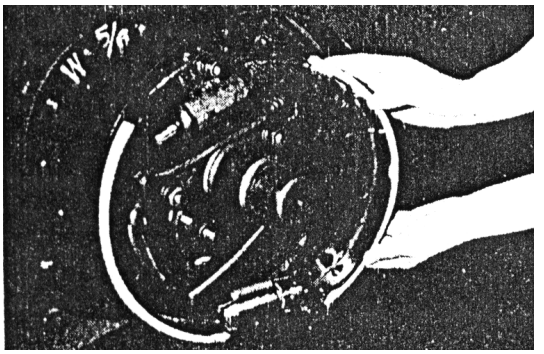

Fig. 8-12
(4)Remove the primary and secondary shoes, at the same time, remove adjuster spring. (See Fig.8-12)